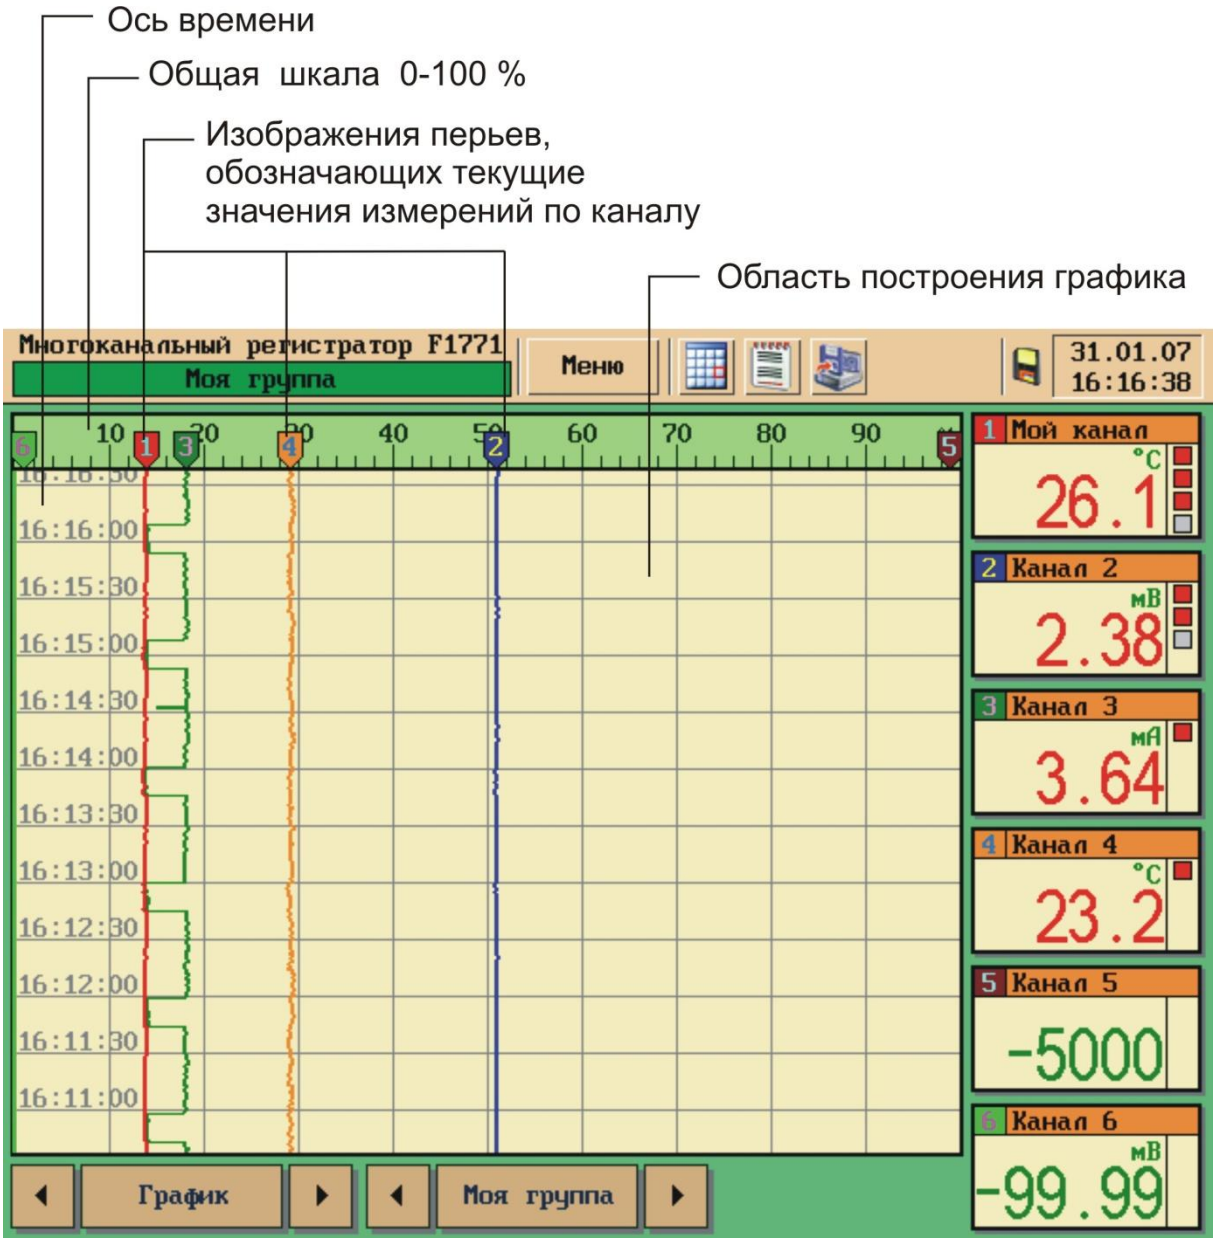

Рисунок 12 – Режим «Вертикальный график для группы каналов»
– «Вертикальный график» – оси X графика соответствует шкала измерений по каналам, оси Y – время измерений (см. рисунок 12);